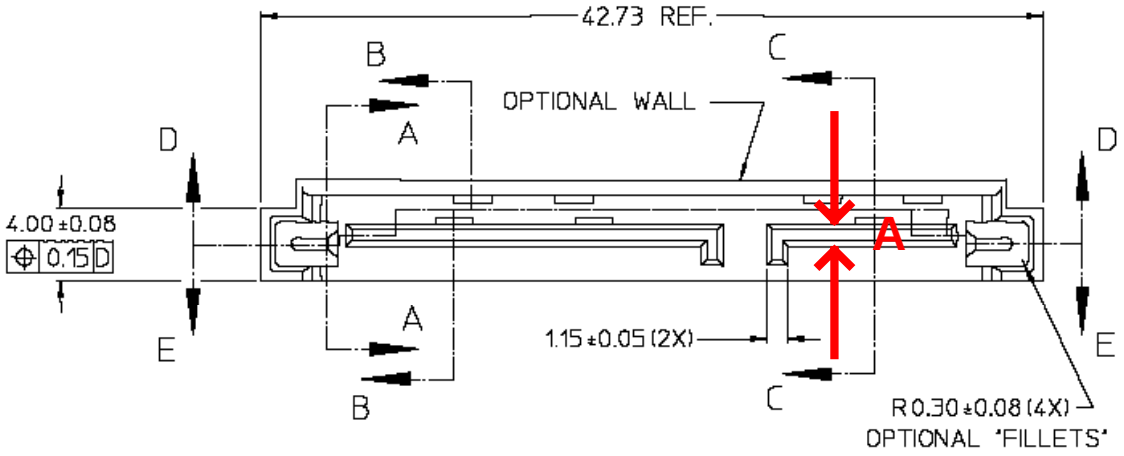

Figure 21
1. Using the outside measurement jaws of the calipers measure the thickness of the device plug tongue as shown in Figure 21. Perform a measurement sweep along the length of the connector, not just in one place. This will account for any variations in the connector. Record the worst-case measured value as *A*.